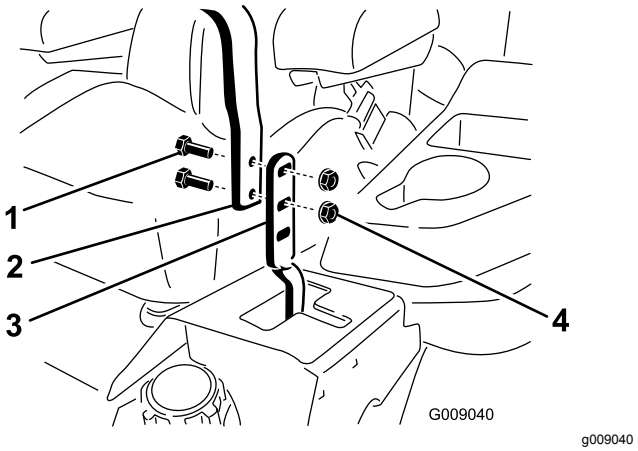

Figur 98
3. Løsne boltene og flensmutrene som er installert i spakene (Figur 98).